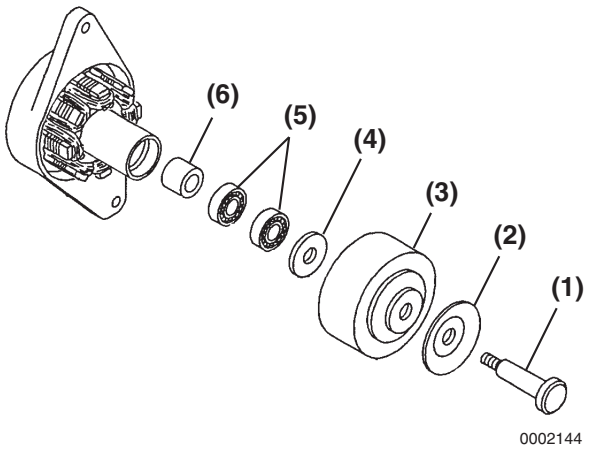

Figure 11-27
4. Reinstall the front bearings **(Figure 11-27, (5))** and spacer **(Figure 11-27, (6))**.
5. Reinstall the flat washer **(Figure 11-27, (4))**, flywheel **(Figure 11-27, (3))**, pulley half **(Figure 11-27, (2)**, and through bolt **(Figure 11-27, (1))**.